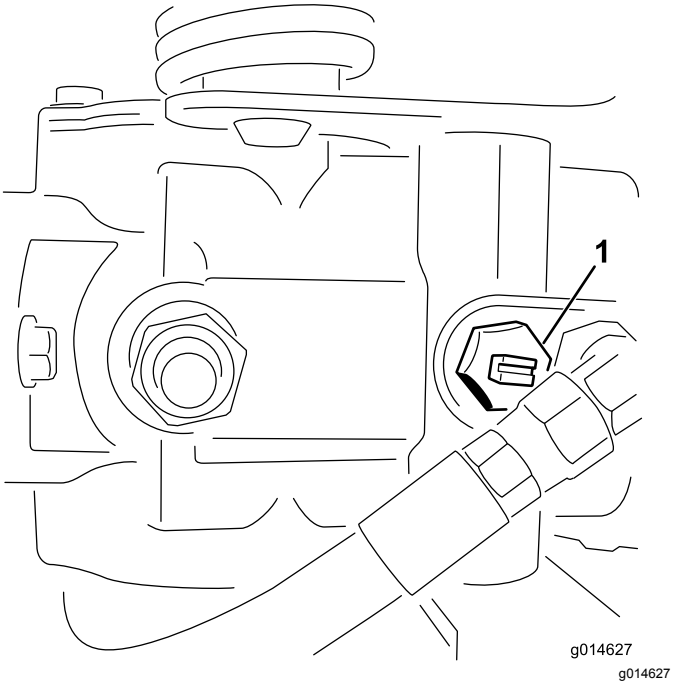

Figuur 29
1. Ga naar de omloopklep op de pomp en draai deze zodat de sleuf verticaal staat (Figuur 29).
2. Voordat u de motor start, moet u de omloopklep sluiten door deze zo te draaien dat de sleuf horizontaal staat (Figuur 29).